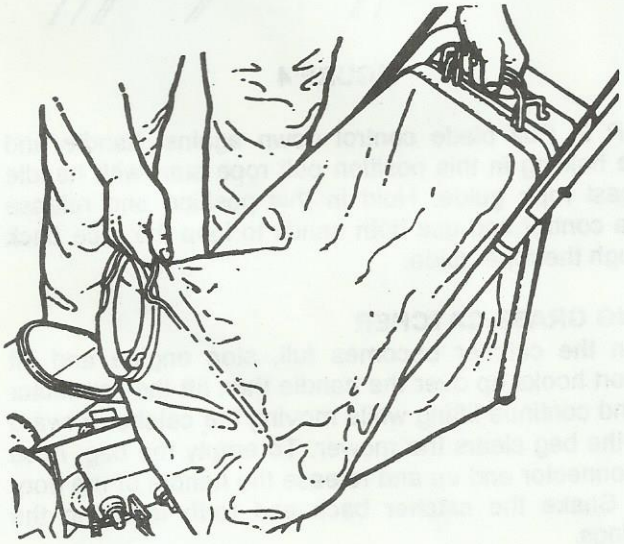

FIGURE 3
STEP 5: The grass catcher can now be installed. Slide the connector over the adapter and hook upper handles over the middle handle of the mower as shown in Figure 3.